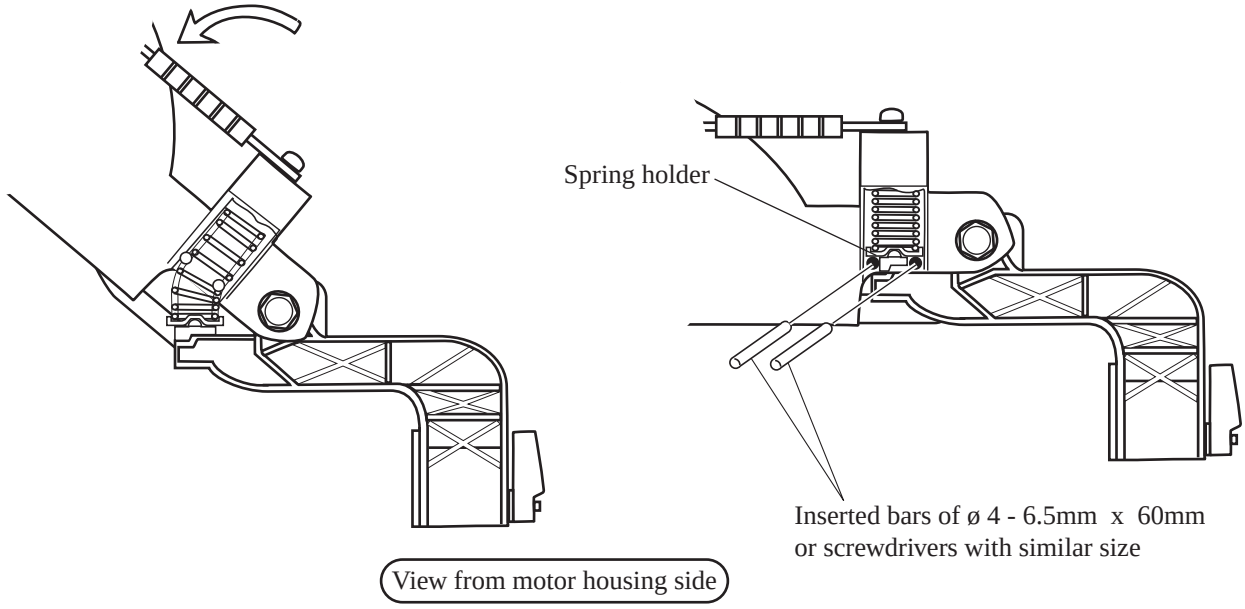

Fig. 11
1) Pressing the motor unit down to the lowest position, insert 2 bars into the side holes of saw blade as illustrated in Fig. 11.